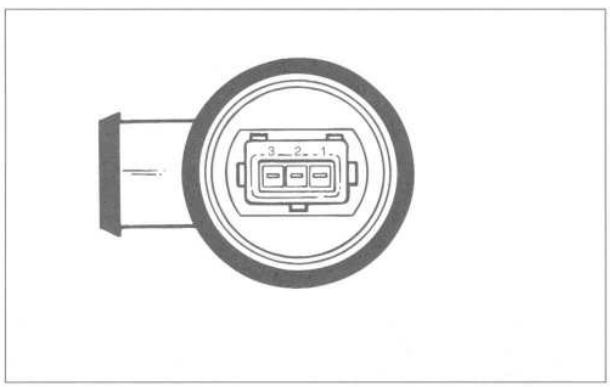

Fig. 15. Idle speed control valve terminal identification.
3. If the valve is not buzzing, or if idle decreases in step 2, stop the engine and disconnect the harness connector from the valve. Check the resistance of the valve across its terminals. See Fig. 15. Test values are listed below.